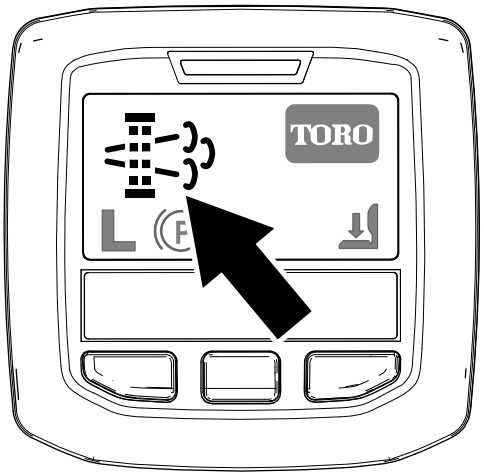

**Figuur 40**
- Het pictogram verzoek geparkeerde regeneratie verschijnt op het InfoCenter (Figuur 40).